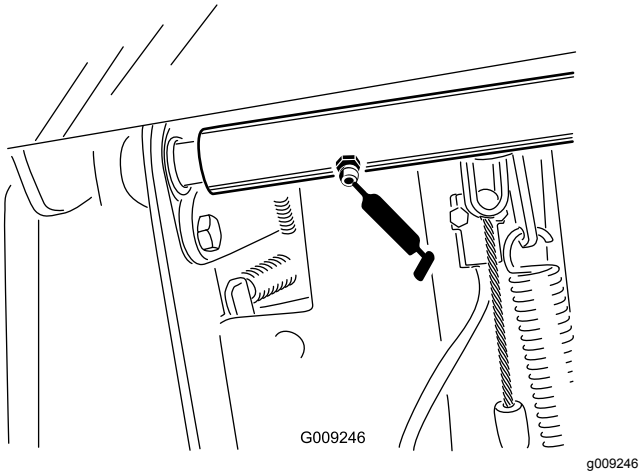

Figuur 59
- 2 lagers van draaias van rempedaal (Figuur 59)